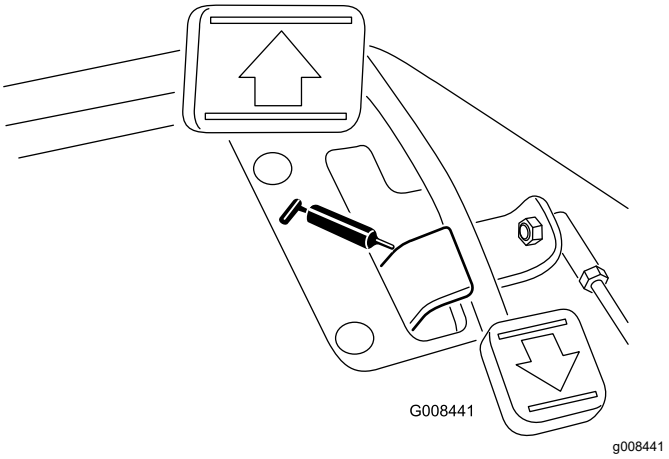

Figure 28
- Pivot de pédale de déplacement (1) (Figure 28)